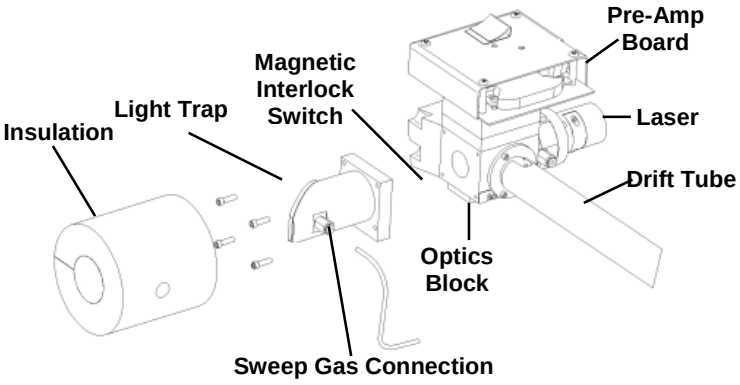

Figure 5.1: Optics Cleaning Procedure
5. Disconnect the sweep gas tubing from the light trap. The connection is a quick connect fitting; push in and then pull towards you to remove. Refer to **Figure 5.1** for details.
6. Using the hex ball driver, remove the 4 hex head screws connecting the light trap to the optics block and carefully remove the light trap. Refer to **Figure 5.1** for details. To clean, inspect the inside of the light trap for residue. Swab the inside of the light trap as necessary with a suitable solvent to clean any residue. The inside of the light trap should be black.
8. Once the optics have been cleaned, reattach the light trap and replace the 4 hex head screws. Make sure the light trap has the proper orientation so the magnetic interlock makes the proper connection. Refer to **Figure 5.1** for details. Carefully reconnect the light trap sweep gas tubing.